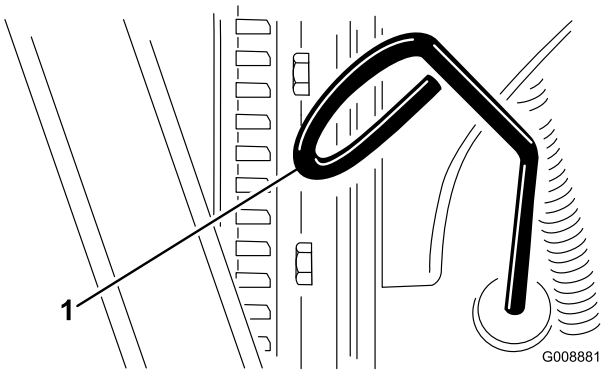

Rysunek 37
2. Wyciągnij bagnet (Rysunek 37) i przetrzyj go czystą szmatką.